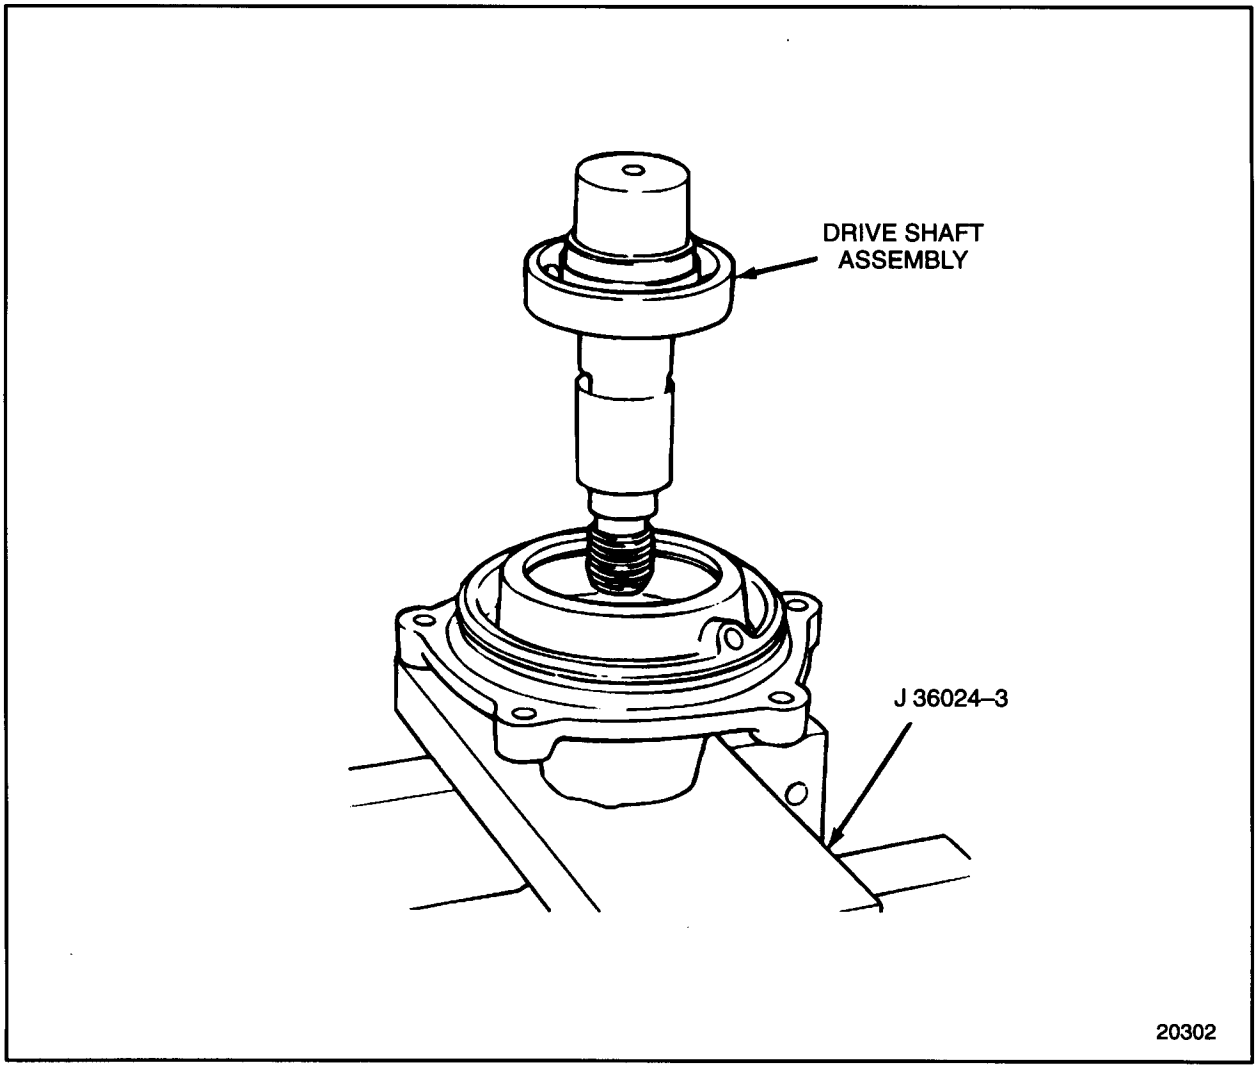

Figure 1-473 Drive Shaft Installation
9. Install the drive shaft to the housing. See Figure 1-473.